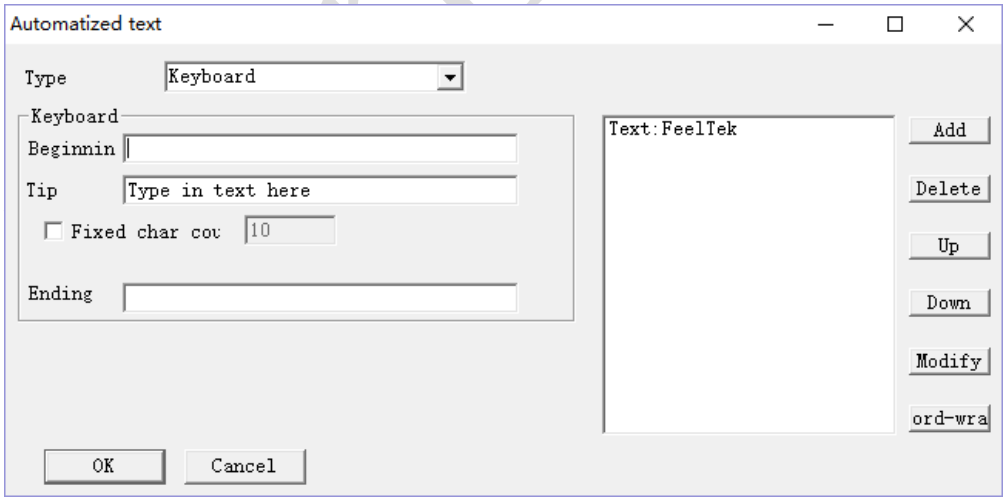

Figure 2-2-16 Automatic text--keyboard text mode
(5) Keyboard input: text is input by user from the keyboard in the process, as figure 2-2-16